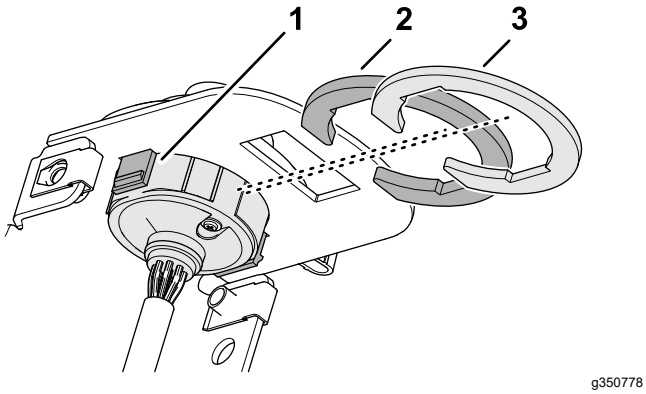

Figur 32
3. Fastgør multifunktionskontakten til kontaktbeslaget med de tykke og tynde kontaktklemmer (Figur 32).